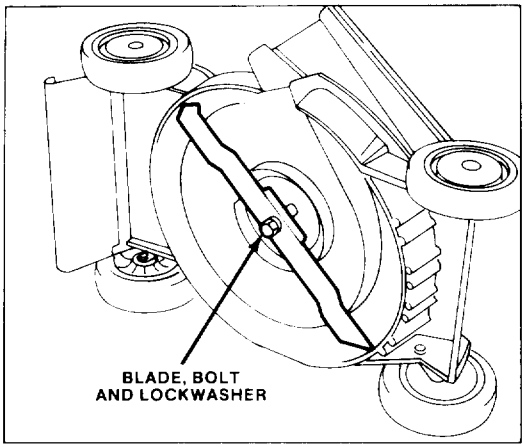

Figure 12
2. Tip mower on its left side (Fig. 12).
3. Tip mower on its left side (Fig. 12).
5. REMOVING BLADE — Grasp end of blade using as rag or thickly padded glove. Remove blade bolt, lockwasher and blade (Fig. 12).